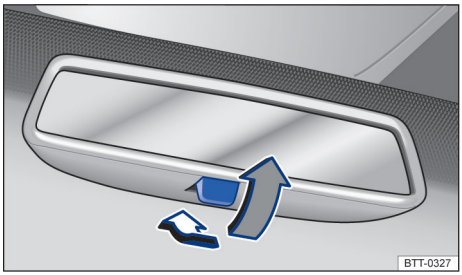

Fig. 78 No para-brisa: espelho retrovisor interno com antiofuscante manual.
– Posição noite: puxar a alavanca → Fig. 78 (seta cinza), para evitar o ofuscamento pelos faróis dos veículos que trafegam atrás.